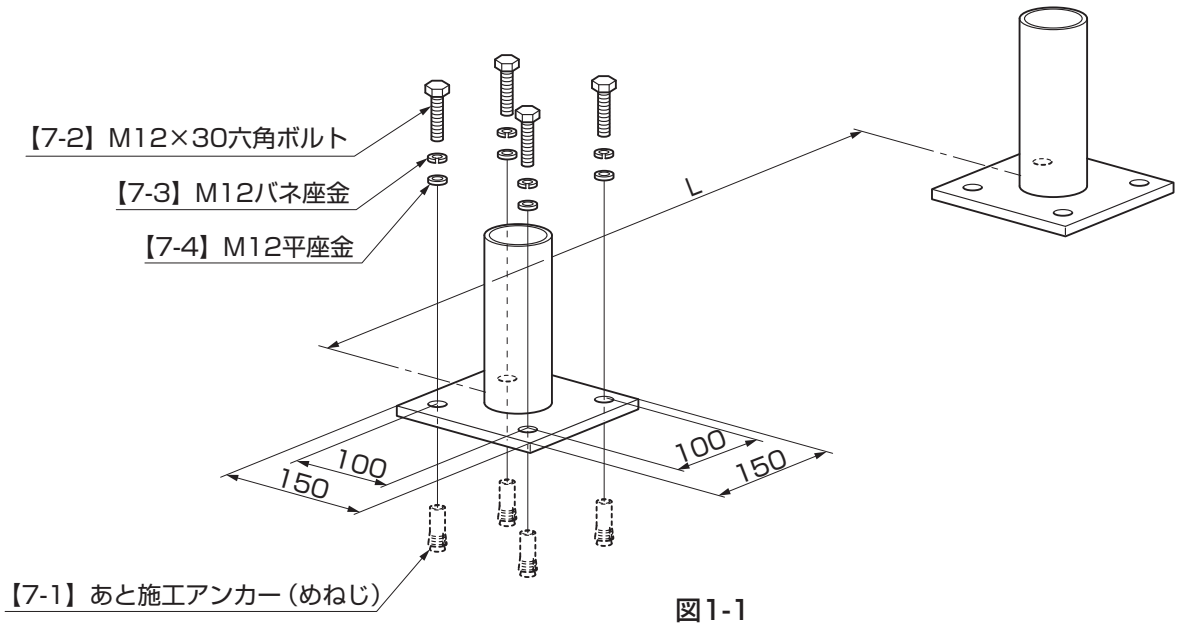

図1-1
①図1-1の寸法位置にφ18のコンクリートドリルで穴を開け、【7-1】を打込んでください。
②ベースプレート用柱を穴にあわせ、【7-2】、【7-3】、【7-4】で固定してください。